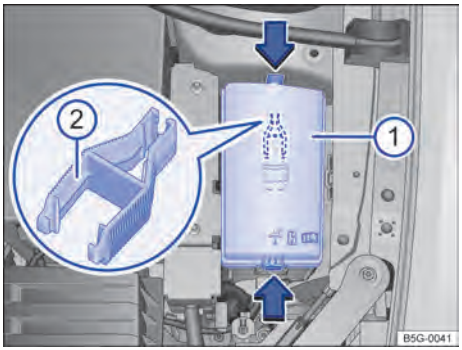

Fig. 145 No compartimento do motor: cobertura ① da caixa de fusíveis com pinça de plástico ②. ▶
– Pressionar as travas no sentido da seta → Fig. 145 ①, para destravar a cobertura da caixa de fusíveis.
No lado interno da cobertura da caixa de fusíveis no compartimento do motor pode haver uma pinça de plástico → Fig. 145 ② para a retirada dos fusíveis.